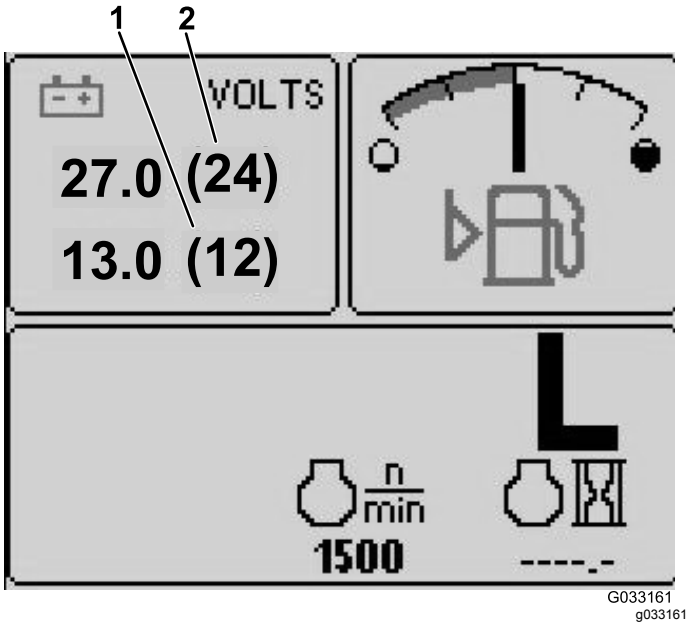

Figur 17
- 12 V batterispændingsindikator – øverste venstre skærm (Figur 17)
- 24 V batterispændingsindikator – øverste venstre skærm (Figur 17)
Denne visning viser både 12 V og 24 V batterispændingen (Figur 17).